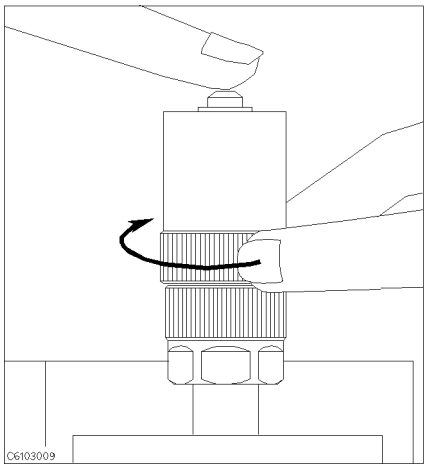

Figure 5-7.
5. Connect the 0 S termination to the APC-7® connector as shown in Figure 5-7.